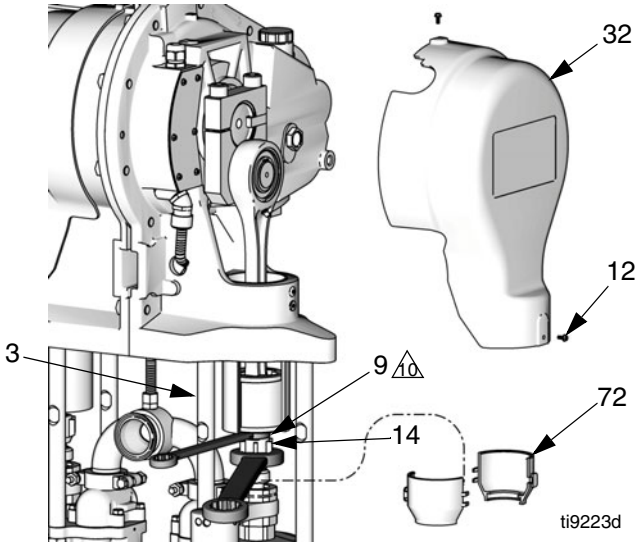

FIG. 1. Remove Coupling Nut
2. Jog the motor to bring the lower on the side being repaired to the bottom of its stroke. This provides access to the coupling nut (14).
4. Remove the 2-piece shield (72) by inserting a screwdriver straight into the slot, and using it as a lever to release the tab. Repeat for all tabs. **Do not** use the screwdriver to pry the shields apart.
5. See FIG. 1. Place a 3/4 in. wrench on the slider piston (9) flats (just above the coupling nut), to keep the slider piston/connecting rod from turning when you are loosening the coupling nut (14). Orient the wrench so it is braced against one of the tie rods (3). Applying excessive force to the slider piston/connecting rod can shorten the life of the lower pin bearing.
6. Using a 1-5/8 in. open-end wrench, unscrew the coupling nut (14) from the slider piston (9) and let it slide down onto the pump piston rod. Be careful not to lose the collars (13).